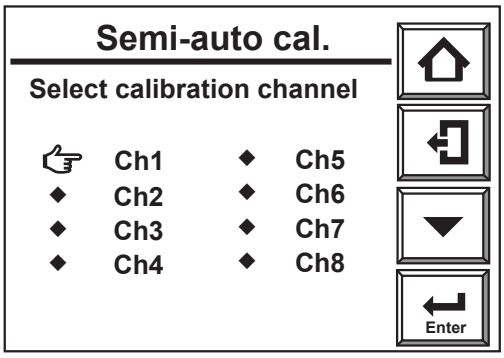

Figure 9.8 Channel Select Display
2) Next select [Semi-auto calibration]. The [Semi-auto cal.] channel select display, Figure 9.8, is displayed.